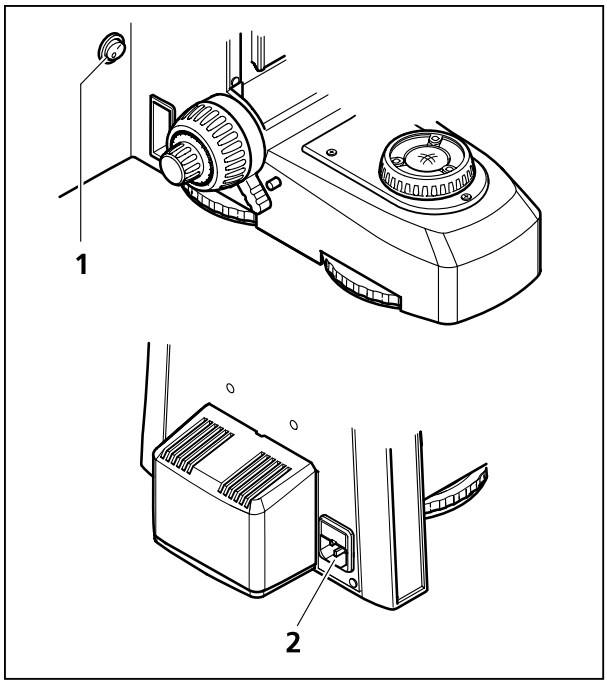

Bild 3-39 Stativunterteil für HAL 50-Beleuchtung (für LED-Beleuchtung analog)
- Netzanschluss (Bild 3-39/**2**) des Mikroskops über Netzkabel mit einer Netzsteckdose verbinden. Das Mikroskop kann an eine Netzspannung von 100 bis 240 VAC, 50 ... 60 Hz angeschlossen werden. Das Netzteil stellt sich dabei **automatisch** auf die entsprechende Netzspannung in diesem Bereich ein.
- Mikroskop mit Stativunterteil für LED- bzw. HAL 50-Beleuchtung mit Netzschalter (Bild 3-39/**1**) ein- bzw. ausschalten.